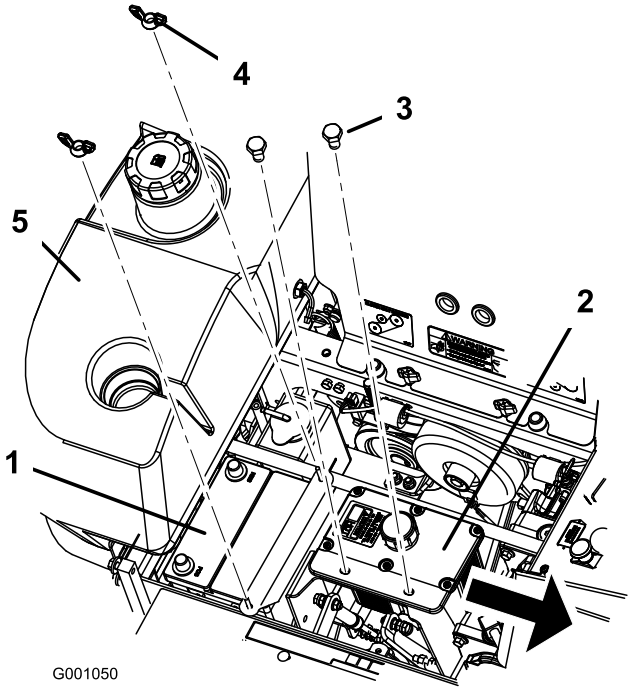

Figuur 46
6. Maak beide vleugelmoeren los (1/4 inch) waarmee de accuklembeugel is bevestigd (Figuur 46.
7. Draai de twee bouten los waarmee de hydraulische tank is vastgezet (Figuur 46).
1. Plaats de accu in een bak met de accupolen van de hydraulische tank af (Figuur 46).
6. Zet de accu vast met J-bouten, een bevestigingsband, 2 ringen (1/4 inch) en 2 vleugelmoeren (1/4 inch) (Figuur 46).